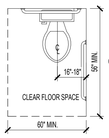

FIGURE 604.3.1
- A. THE WATER CLOSET SHALL BE POSITIONED WITH A WALL OR PARTITION TO THE REAR AND TO ONE SIDE. THE CENTERLINE OF THE WATER CLOSET SHALL BE 16" MINIMUM AND 18" MAXIMUM FROM THE SIDE WALL OR PARTITION, EXCEPT IN AN AMBULATORY ACCESSIBLE TOILET COMPARTMENT WHERE THE CENTERLINE OF THE WATER CLOSET MAY BE 17" MINIMUM AND 19" MAXIMUM FROM THE SIDE WALL OR PARTITION. WATER CLOSETS SHALL BE ARRANGED FOR A LEFT-HAND OR RIGHT-HAND APPROACH. (FIG. 604.3.1, 604.8.2)
- A. CLEARANCES AROUND WATER CLOSETS AND IN TOILET COMPARTMENTS SHALL COMPLY WITH FIGURE 604.3.1